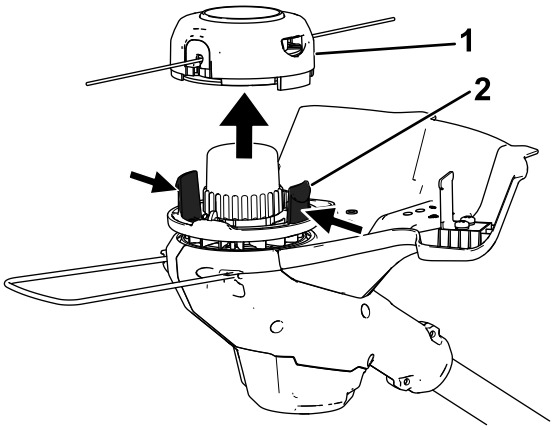

Figure 17
2. Appuyez simultanément sur les languettes de chaque côté de la tête de coupe, et déposez le couvercle et la bobine (Figure 17).